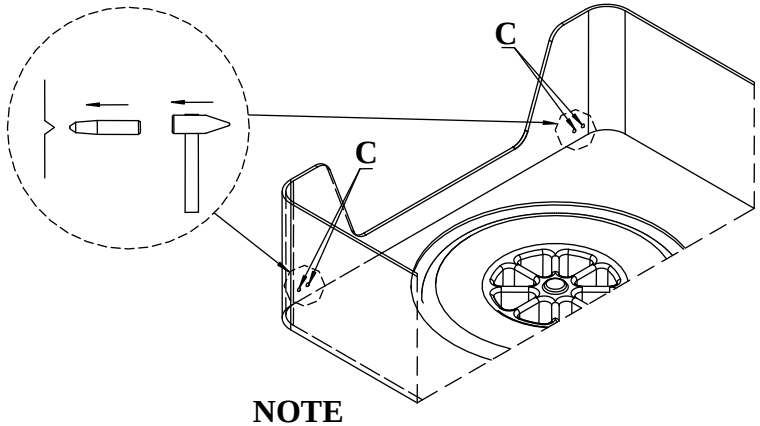

Fig. 2.
2. Place fish-plates pos. 4 and 5 on trunk's floor. Holes A and B are placed on the left and right side trunk's floor, over left and right chassis member. They are marked as dents. Find them using fish-plates 4 and 5. Then take out fish-plates and drill trunk's floor using bit ø17mm in points A and B.
4. Remove fish-plates and knock out dents (see figure 2). Resultant holes enlarge using bit ø12mm. Drill straight through rear wall of the trunk.
5. Place fish-plates pos. 4 and 5again together with distance sleeves (pos. 6, 7 and 8) and bolts M10x110mm (pos. 14) and M10x100mm (pos. 15) as shown on the figure. **NOTE!! Sleeves have different length!** Place plates pos. 9 from outside of rear trunk's wall and fix it using bolts M10x35mm (pos. 16)
6. Place main bar of the towbar (pos. 1) together with square washer (pos. 10) and fix it through holes A and B using five nuts M10 and washers ø25xø11x3mm (pos.11).
7. Fix body of the automat (pos. 17) and the socket plate (pos. 3) using bolts M12x25mm (pos. 12) from accessories. Place tow-ball (pos. 2) according to supplied instruction.